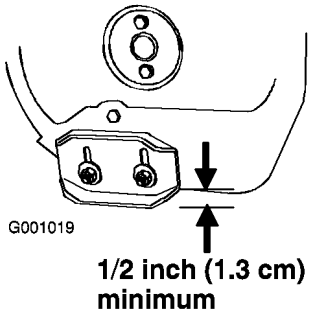

Figur 35
2. Løsne de fire mutterene som holder begge støtteplatene til spiralbladets sider, helt til støtteplatene lett kan skyves opp og ned (Figur 35).